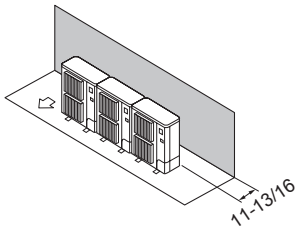

Fig. 3-11
① Obstáculos sólo en la parte trasera (Fig. 3-11)